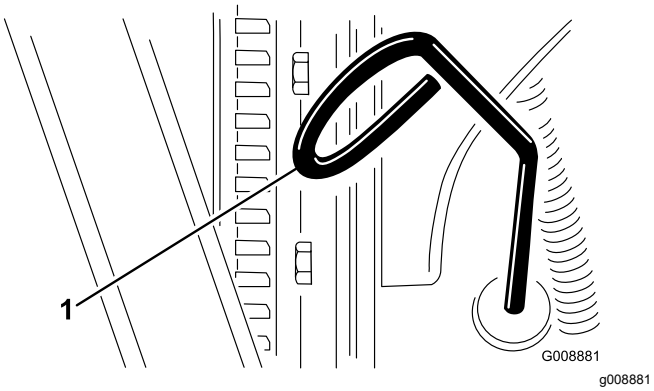

Figur 48
2. Ta ut oljestickan (Figur 48) och torka av den med en ren trasa.